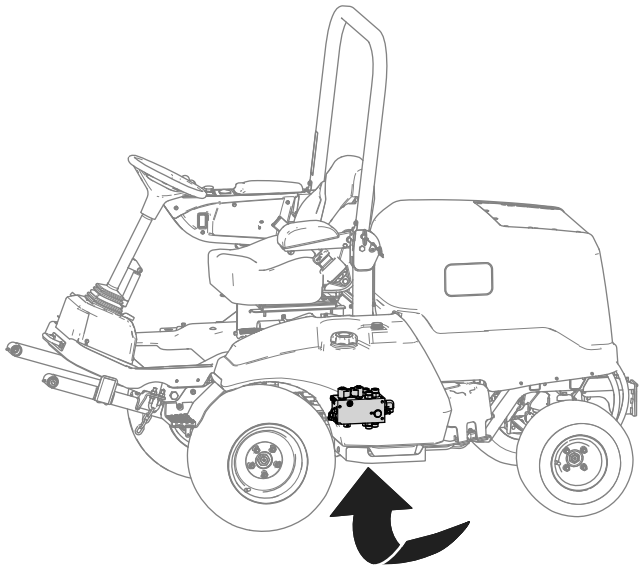

Figura 20
3. Individuate il collettore di sollevamento sotto la macchina (Figura 20).